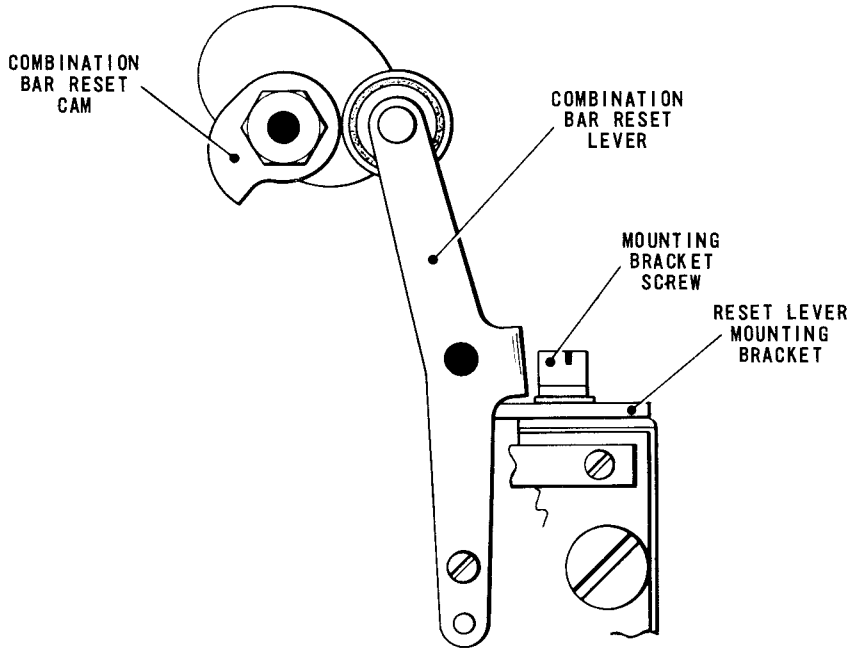
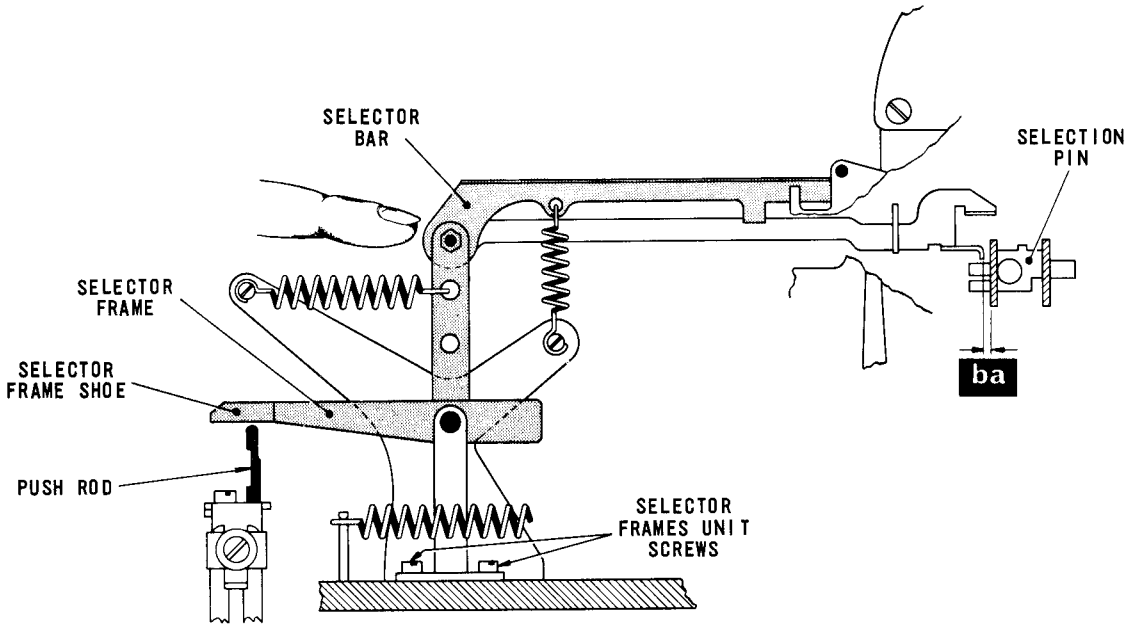

Fig. 4.57 COMBINATION BAR RESET MECHANISM
Fig. 4.59 SELECTOR BAR/SELECTION PIN CLEARANCE
69.3 Continue to turn the machine until the combination bar reset lever, Fig.4.57, is on the highest point of the reset cam. Depress each key in turn and check that with the key held down it is possible to move the roller on the reset lever away from its cam by a minimum of .005 in.
69.4 Return the machine to the rest position and depress the letter 'Z' (MSSSM) key. Pull the reset lever away from its cam and check, by observation of the pushrods, Fig.4.59, that Nos.1 and 5 combination bars start to reset simultaneously. This is to ensure that the reset lever mounting bracket, Fig.4.57, is positioned squarely with respect to the ends of the combination bars.
72.1 Depress the Letters (MMMMM) key and, by applying finger pressure to each of the five selector bars in turn as shown in Fig. 4.59, check that there is an